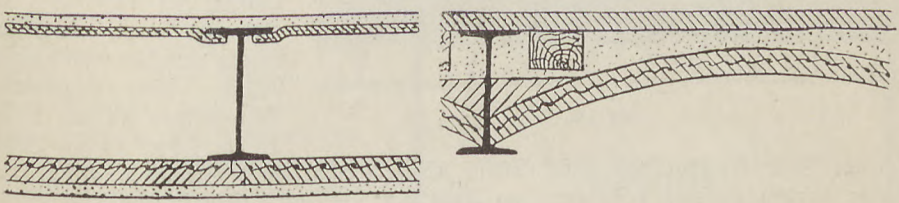

Fig. 116.
20. Monier-Decke, eine Trägerdecke aus I-Eisen mit darüber liegendem Monier-geflecht aus 7 mm starkem Rundeisen bei 70 mm Maschenweite. Dieses Geflecht wird mit Zementbeton ausgestampft. Es kann ebensowohl auf dem unteren Trägerflansch aufliegen, als auch im Bogen gespannt werden, Fig. 116.